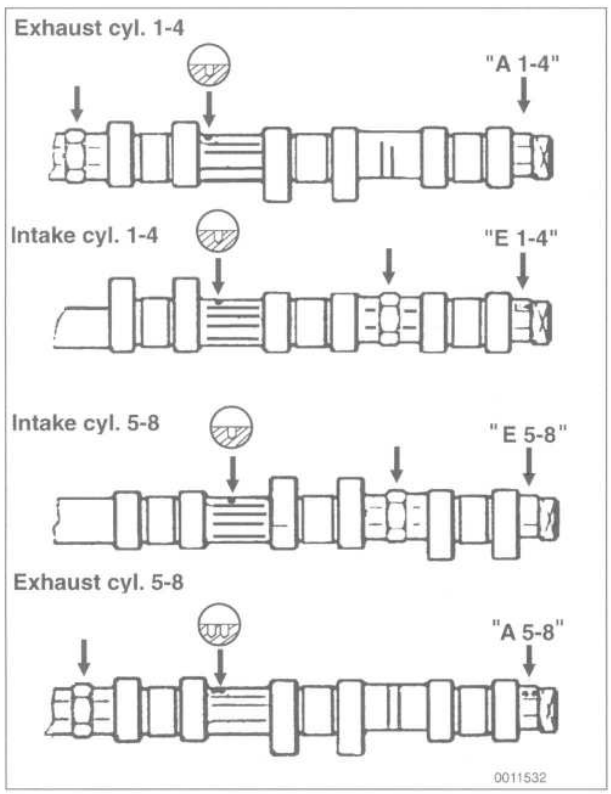

Fig. 34. Camshaft identification markings in M60 engine. Note that all markings face up with camshaft at TDC.
- *Similarly, camshafts are marked with a code letter and cylinder number. For example, "E1-4" is the intake camshaft cylinders 1 through 4. See Fig. 34 and **Table c** for a listing of camshaft identification markings.*